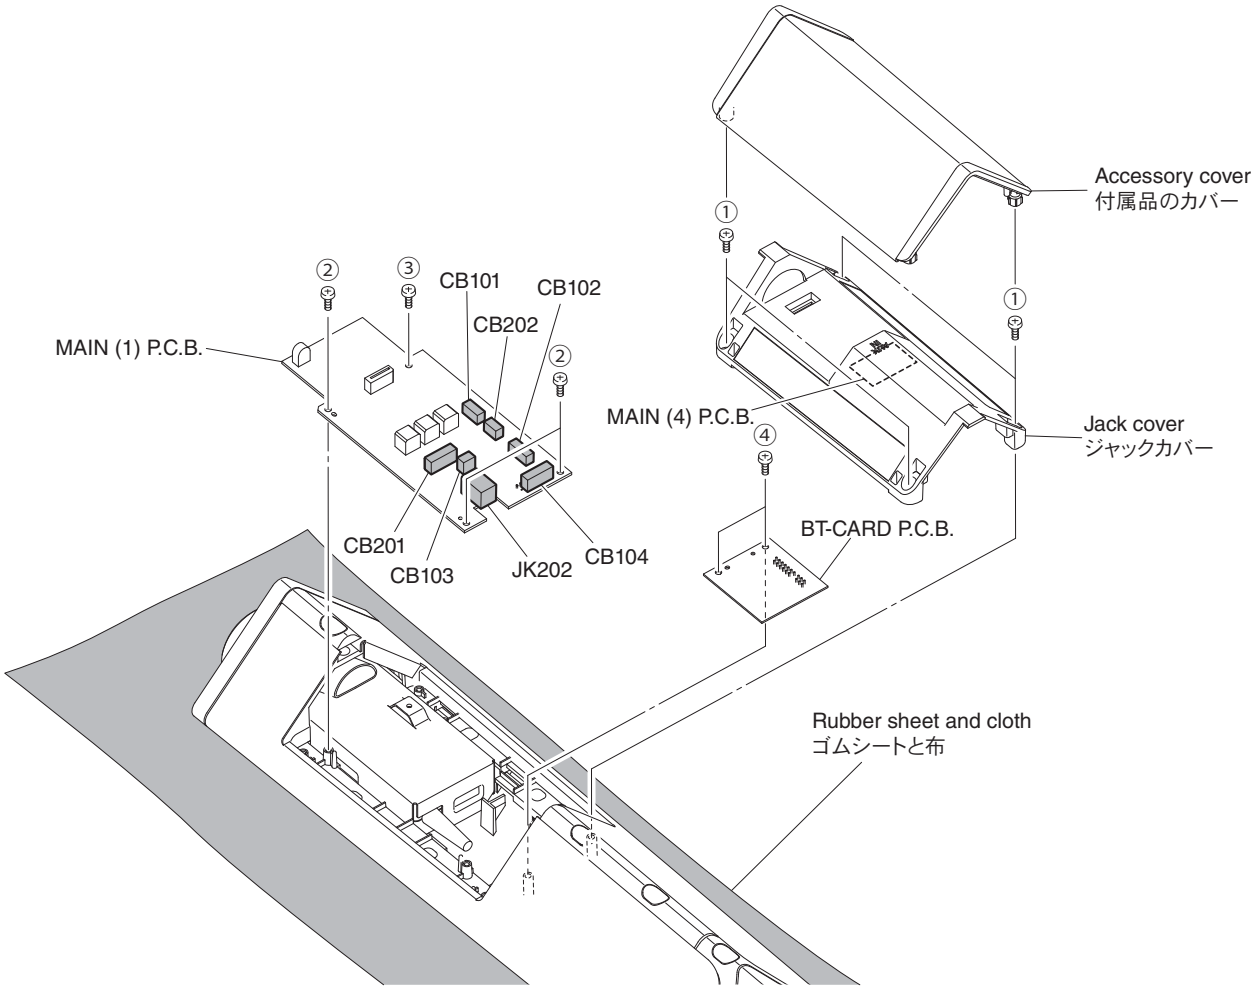

Fig. 1
1. Removal of MAIN (1), (4) P.C.B. and BT-CARD P.C.B.
a. Remove the accessory cover. (Fig. 1)
b. Remove 4 screws (①). (Fig. 1)
c. Pull out the jack cover. (Fig. 1)
d. Remove CB202. (Fig. 1)
e. Remove the jack cover together with MAIN (4) P.C.B. (Fig. 1)
f. Remove 3 screws (②) and a screw (③). (Fig. 1)
g. Remove CB101–104, CB201 and JK202. (Fig. 1)
h. Remove MAIN (1) P.C.B. (Fig. 1)
i. Remove 2 screws (④). (Fig. 1)
j. Remove BT-CARD P.C.B. (Fig. 1)
a. 付属品のカバーを外します。（Fig. 1）
b. ① のネジ 4 本を外します。（Fig. 1）
c. ジャックカバーを引き出します。（Fig. 1）
d. CB202 を外します。（Fig. 1）
e. ジャックカバーを MAIN（4）P.C.B. と一緒に外します。（Fig. 1）
f. ② のネジ 3 本、③ のネジ 1 本を外します。（Fig. 1）
g. CB101 ～ 104、CB201、JK202 を外します。（Fig. 1）
h. MAIN（1）P.C.B. を外します。（Fig. 1）
i. ④ のネジ 2 本を外します。（Fig. 1）
j. BT-CARD P.C.B. を外します。（Fig. 1）